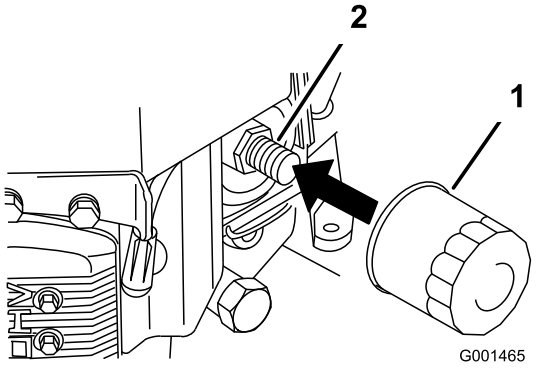

Figura 30
2. Retire el filtro de aceite usado (Figura 30).
3. Aplique una capa fina de aceite nuevo a la junta de goma del filtro nuevo (Figura 30).
4. Instale el filtro de repuesto en el adaptador de filtro; gire el filtro en el sentido de las agujas del reloj hasta que la junta de goma entre en contacto con el adaptador del filtro, luego apriete el filtro tres cuartos de vuelta más (Figura 30).